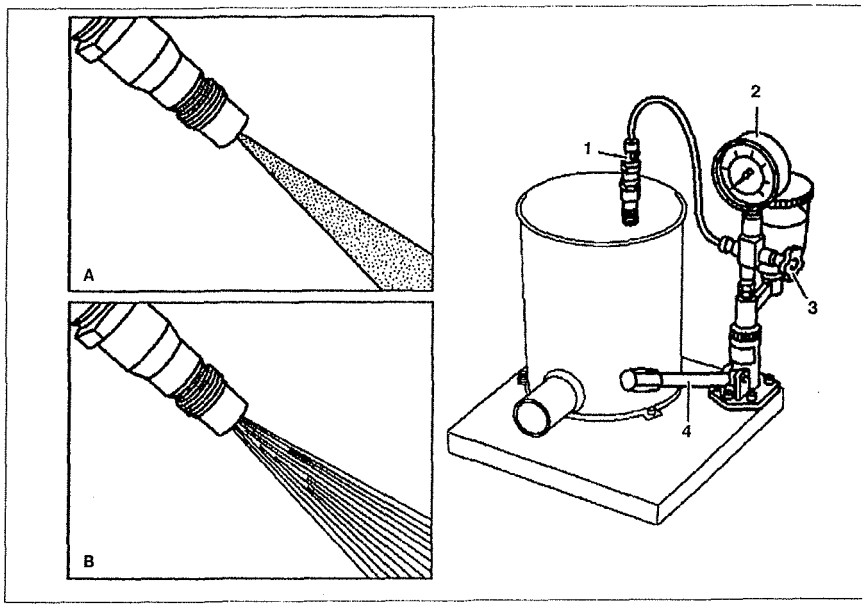

Рис. 4.71. Проверка форсунки:
6. Установите форсунку **1** в тестер (см.рис.4.71).